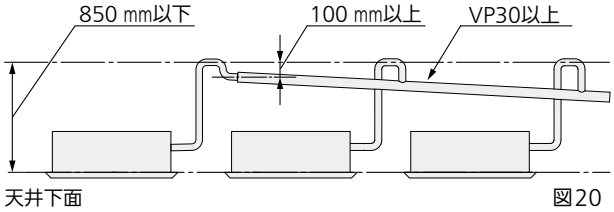

図 20
- 集合ドレン配管を行う場合は 1/100 以上の下り勾配を付け、ドレン配管立ち上がり部より低くなるようにしてください。（100 ㎜以上）（図 20）
- 集合ドレン配管の太さは集合した本体の台数分に見合うだけの太い配管（VP30 以上）で施工してください。（図 20）